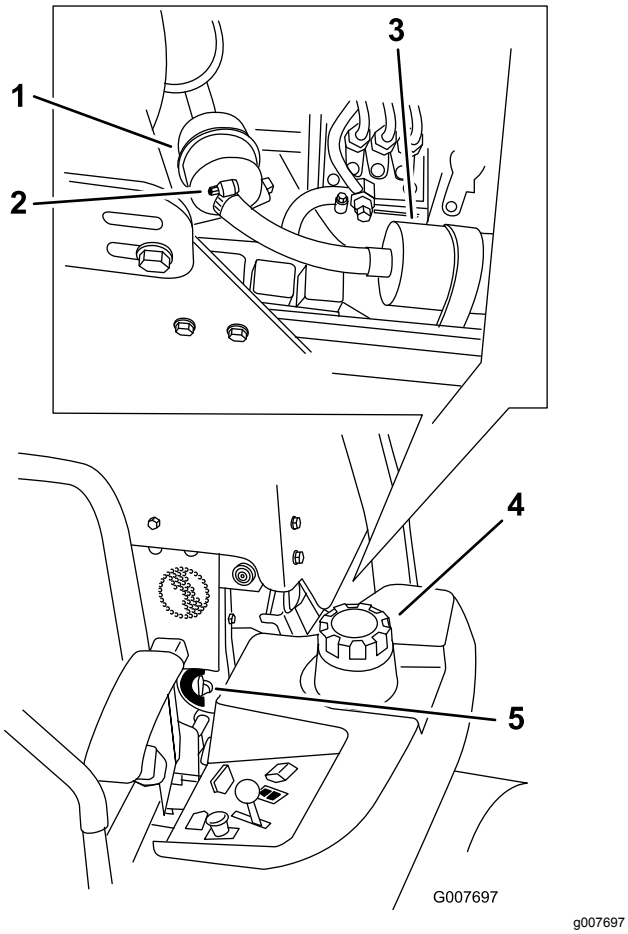

Figuur 72
4. Sluit de brandstofafsluitklep (Figuur 72).
5. Maak de 2 slangklemmen los en ontkoppel de brandstofslangen van het brandstoffilter (Figuur 72).
6. Plaats een nieuw filter. Sluit de brandstofslangen aan op het brandstoffilter en monteer de 2 slangklemmen (Figuur 72).